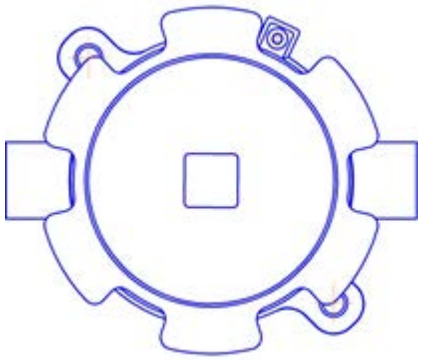

Рис. 2 – ККВ-Н-П
- разметить место крепления коробки к рабочей поверхности, рис. 2 – 5;